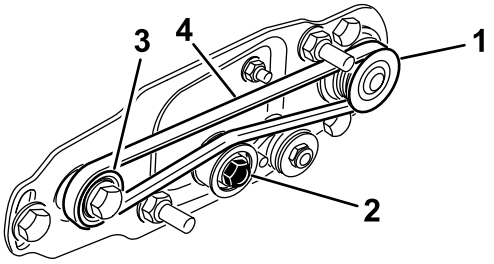

Figur 26
A. Sæt remmen rundt om **drivremskiven** og derefter over toppen af styreremskiven (Figur 26).
B. Start remmen på den **drevne** remskive (Figur 26).